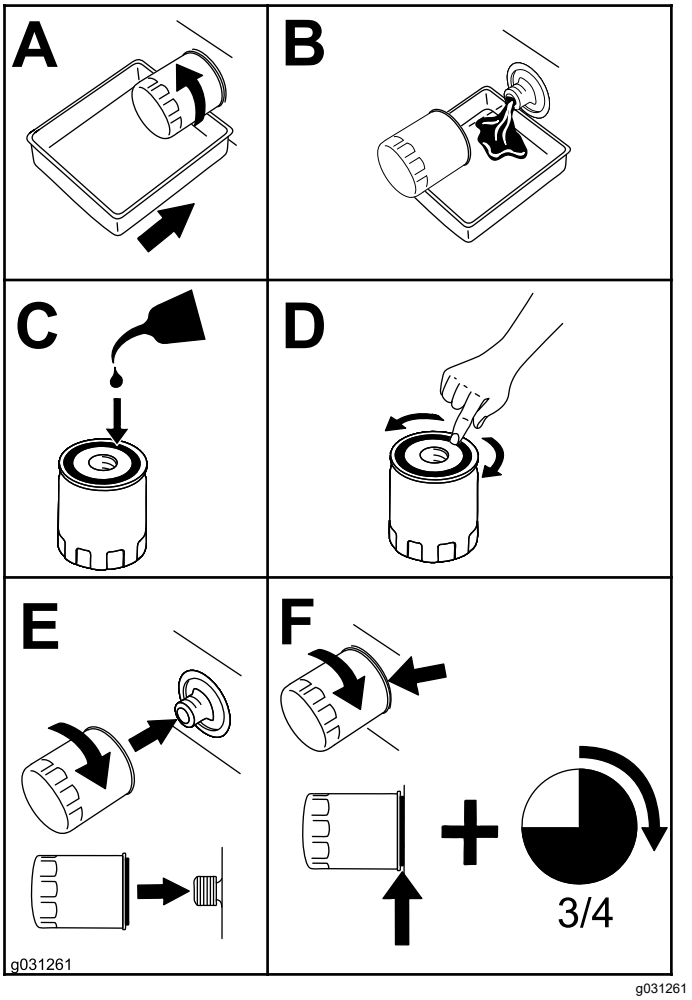

Figura 51
4. Cambie el filtro del aceite del motor, tal y como se muestra en la Figura 51.